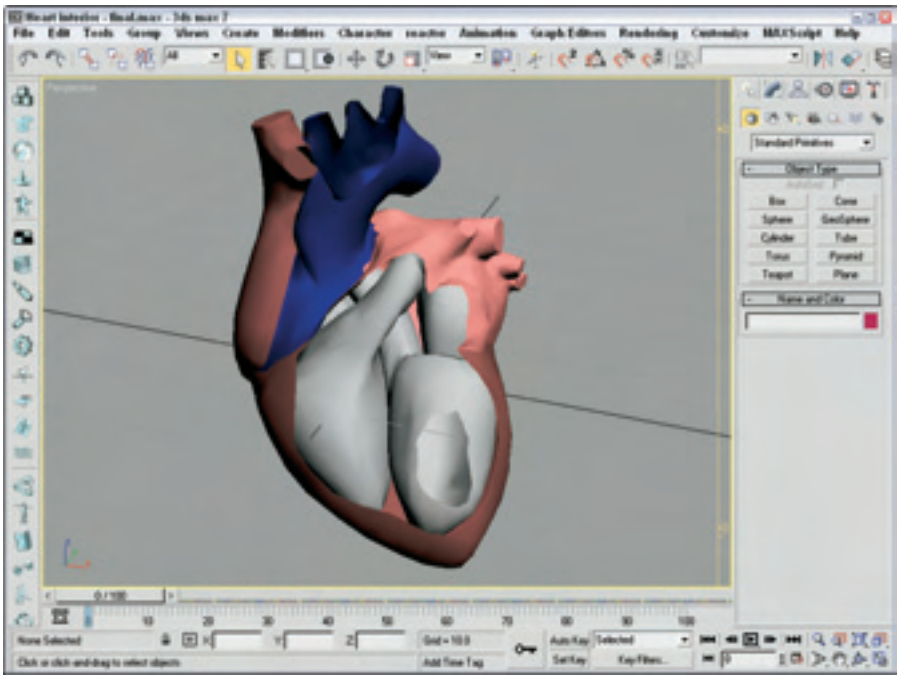

Figure 2-14: By using Clipping Planes, you can reveal the interior of a model.
3. The Clipping Plane markers appear to the right of the viewport. The top marker controls the back clipping plane, and the bottom marker controls the front clipping plane. Drag the bottom clipping plane marker upward to slice through the heart model to reveal its interior as shown in Figure 2-14.
Figure 2-14 shows the interior of the heart model.